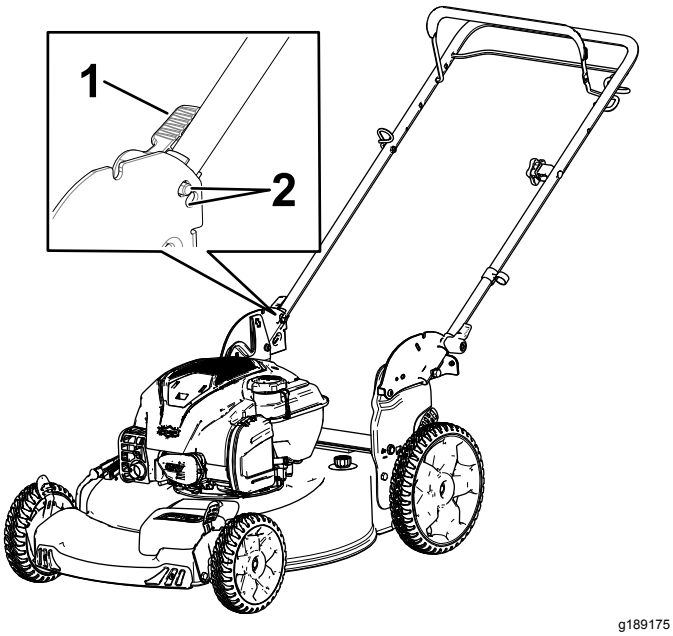

Рисунок 4
3. Установите фиксатор рукоятки в одно из двух положений (Рисунок 4) так, чтобы штифт встал на место со щелчком и зафиксировал рукоятку в рабочем положении.